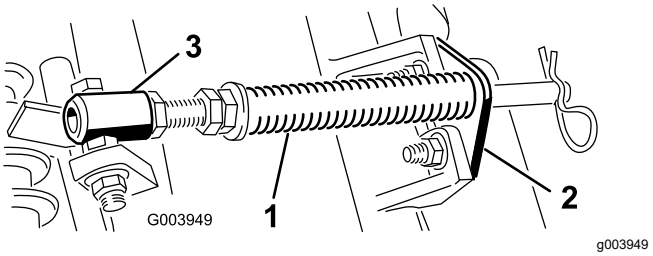

**Figuur 4**
A. Draai de 2 slotbouten en de moeren los waarmee de stangbeugel is bevestigd aan de lippen op de maai-eenheid (Figuur 4).
B. Verwijder de flensmoer waarmee de bout van de veerbuis is bevestigd aan de lip op het draagframe (Figuur 4) en verwijder het geheel.
**Opmerking:** Plaats de kop van de bout aan de buitenkant van de lip, zoals wordt getoond in Figuur 4.